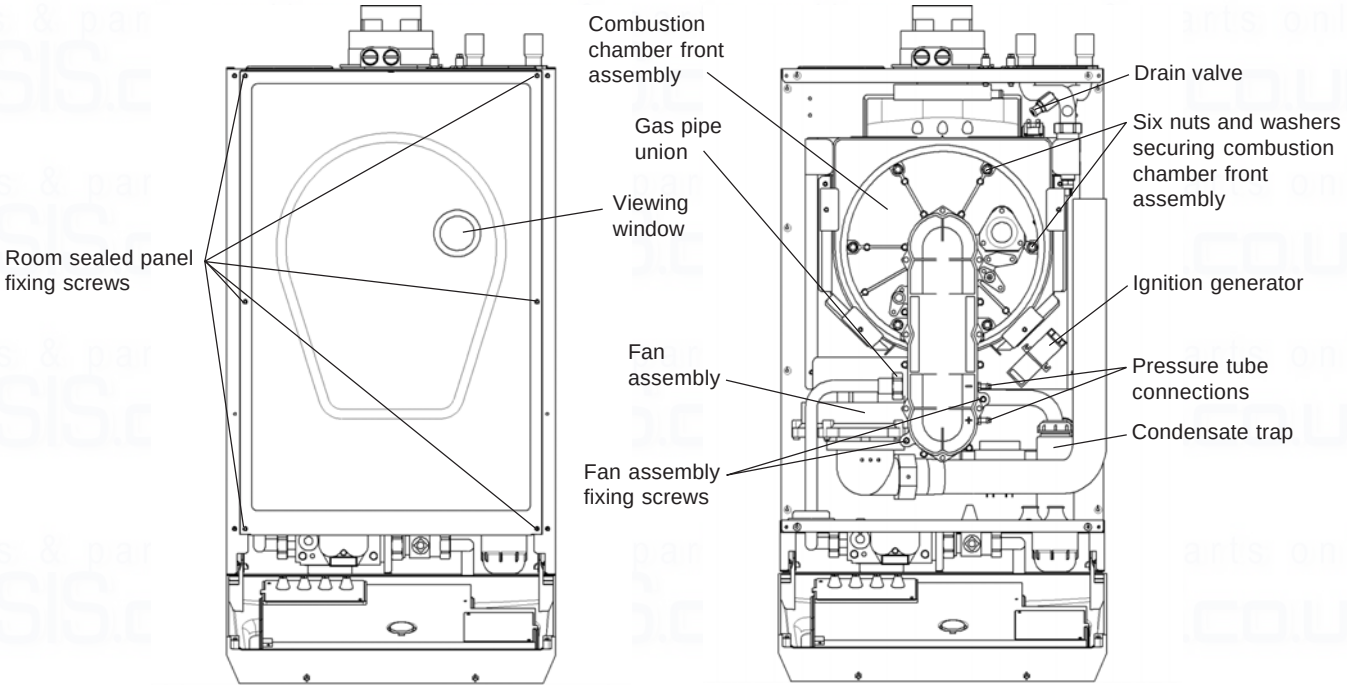

Fig. 25
7.2 PREPARE FOR SERVICING - Fig. 25
8.1 GENERAL ACCESS - Fig. 25
2. Gain access as described in Section 8.1. Connect a hose to the drain valve located in the flow pipe just above the heat exchanger (see Fig. 25) and route it to a suitable container. Open the drain valve.